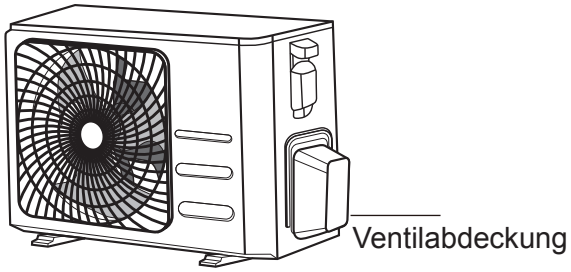

Abb. 6.9
1. Schrauben Sie die Ventilabdeckung von der Verkleidung des Außengeräts ab. (Siehe Abb. 6.9)